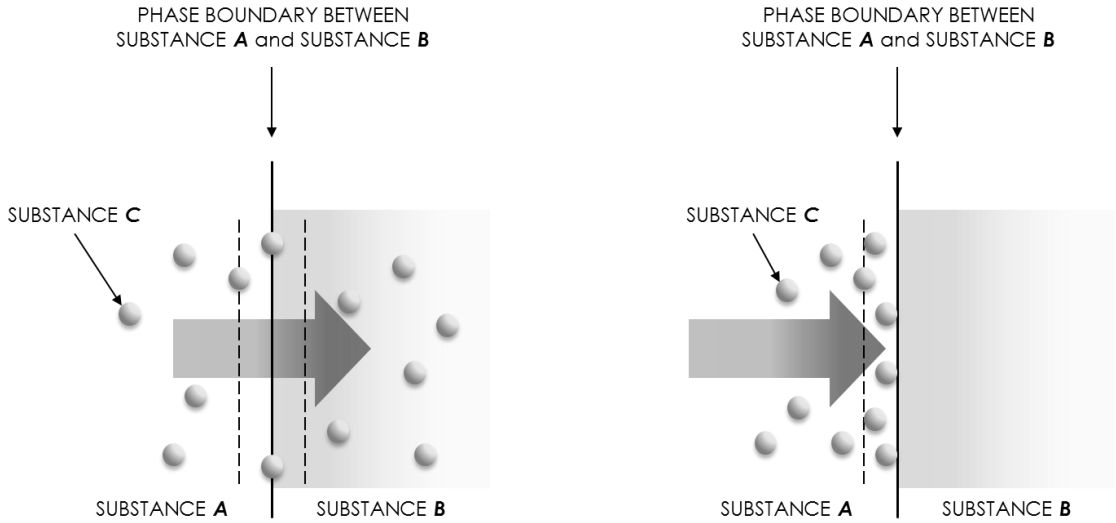

Figure 5.9: Adsorption vs. absorption
5.3 Match a picture (left or right) and a concept: adsorption or absorption (for simplification, a phase boundary is determined by a straight line (Fig. 5.9)